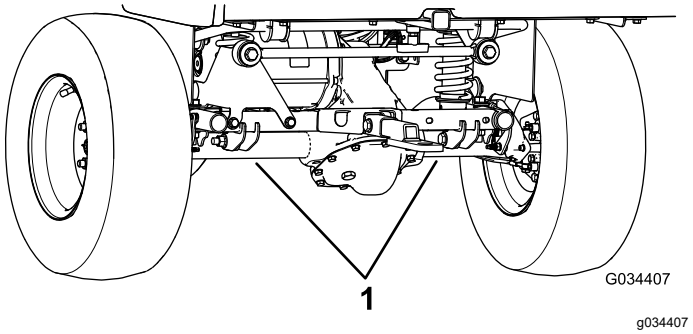

Figura 24
- El punto de elevación de la parte trasera de la máquina está situado debajo de los tubos del eje (Figura 24).